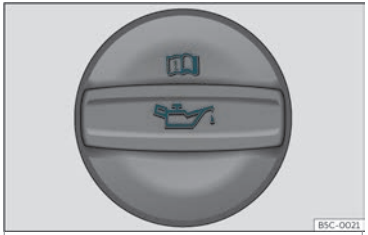

Abb. 204 Deckel der Motoröl-Einfüllöffnung im Motorraum
- Schrauben Sie den Deckel der Motoröl-Einfüllöffnung ab>>> **Abb. 204**.